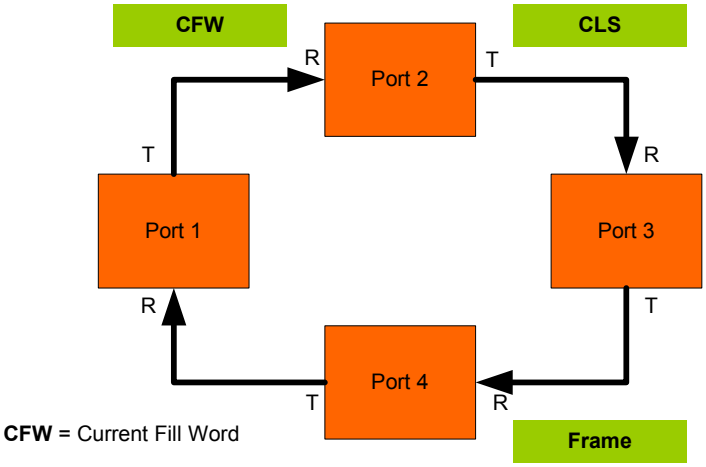

Figure 545 **Close loop: Step 2**
Step 2. Figure 545 shows Port 1 sending a Close to Port 3 and Port 1 enters the transmitted close state. Port 3 can continue to transfer frames as long as it has credits to do so.